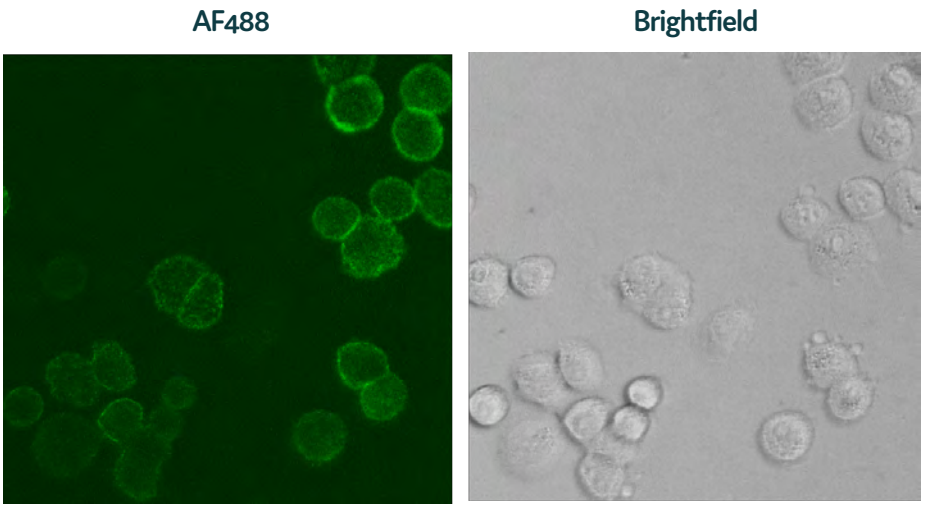

Figure 4. A431 cells were stained with anti-EGFR IgG (Cetuximab) and anti-human IgG AF488 antibodies (as in Condition 3, Positive control).
• *If fluorescent signal is observed in Condition 5, determine the FcR expression on target cells.* **Assess the suitability of the assay for detection of the secreted antibody:** Condition 3: • Serves as a positive control. Recombinant antibody, Cetuximab, will bind its specific antigen expressed on target cells. • Target cells coated with Cetuximab will subsequently bind the fluorescently labeled detection antibody and appear fluorescent under microscope (**Figure 4**). • If required, optimize fluorescent signal by titrating the concentrations of Cetuximab and the detection antibody. Condition 4: • The presence of fluorescently labeled target cells indicates that the assay conditions are suitable for detecting secreted antibody binding to its antigen on the target cells. • The fluorescent signal should be bright, and most target cells should be labelled. • If no or low signal is detected, determine the concentration of secreted antibody in the supernatant and consider collecting the supernatant at a later time point.